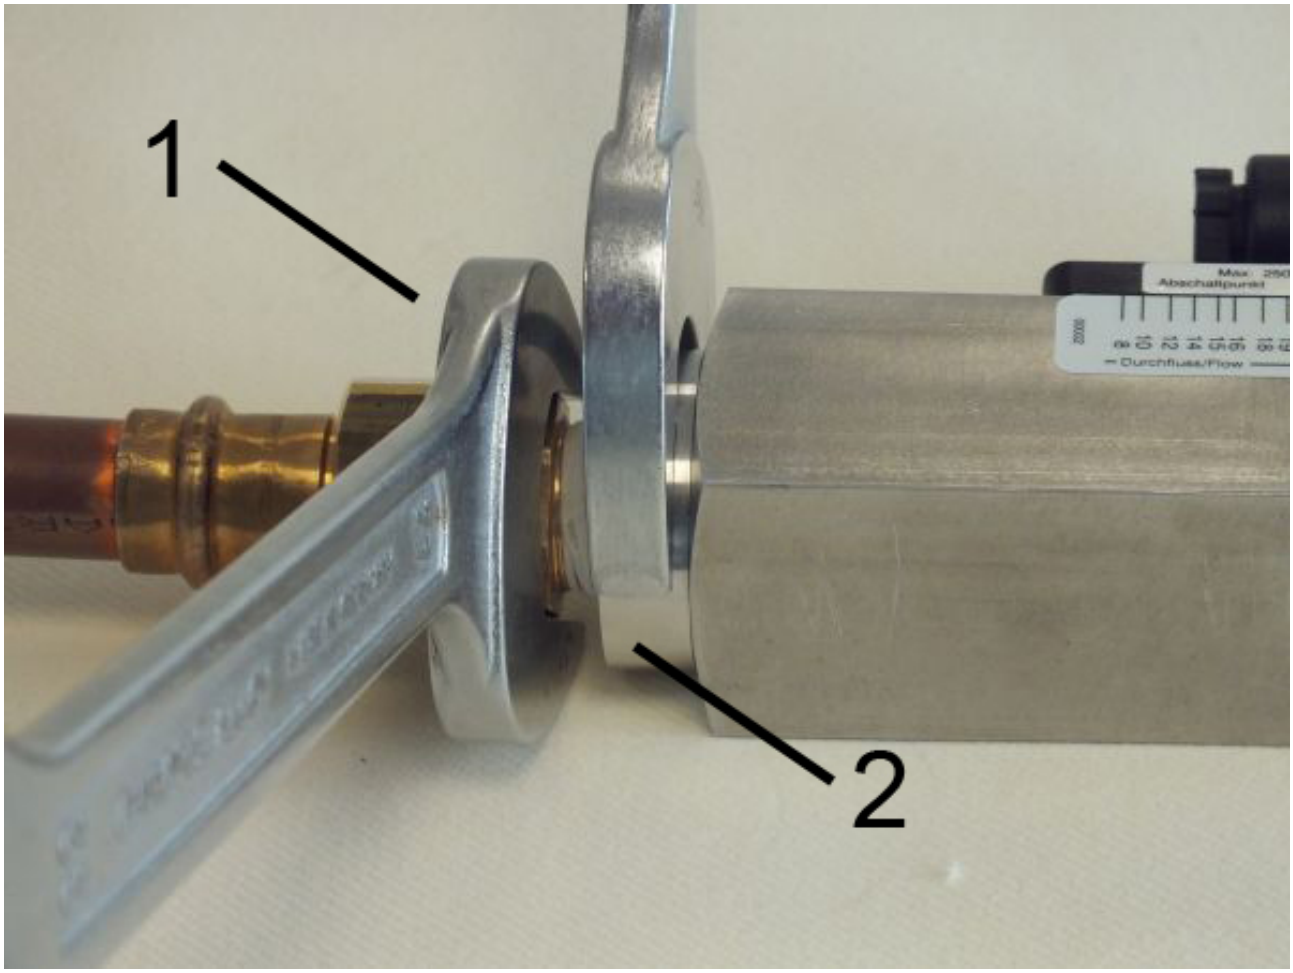

Abb. 13: Gerät einschrauben
3. Übergangsverschraubung (*Abb. 13*/1) unter Gegenhalten der Verschraubung (*Abb. 13*/2) des Gerätes weiter eindrehen, bis die Verbindung dicht ist